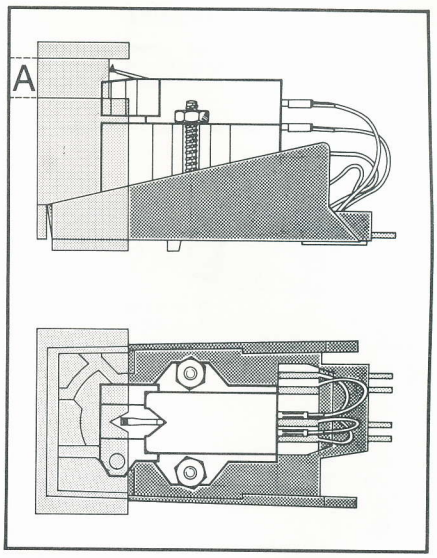

Fig. 14
3. El montaje de la cápsula será correcto cuando la aguja de la cápsula se encuentre dentro de la escotadura del calibre; en sentido vertical, la aguja deberá encontrarse dentro del espacio A (fig. 14).